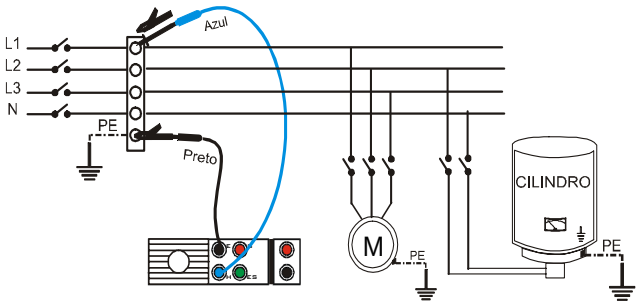
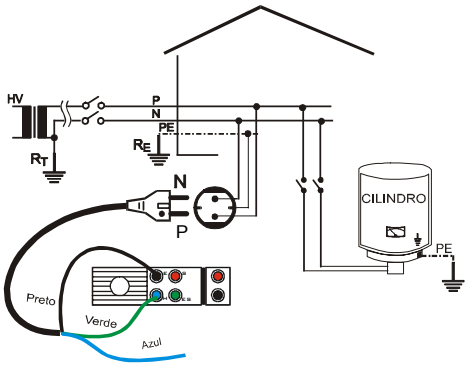

Fig. 9: Usando o instrumento para verificar o isolamento entre a Fase e a Terra num sistema Eléctrico com o KIT5004F.
Fig. 10: Usando o instrumento para verificar o isolamento entre a Fase e a Terra num sistema Eléctrico com o cabo C2033.
Antes de efectuar a medição do isolamento, verificar se o circuito em exame está sob tensão e se possíveis cargas a ele ligadas foram desconectadas (ver Fig. 9 e Fig. 10).
2. Mover o instrumento para o lado do conector RS232 e inserir os cabos Preto e Azul do KIT5004F ou os terminais Preto e Verde do cabo C2033 nos respectivos terminais de entrada do instrumento (ver Fig. 9 e Fig. 10).
4. Ligar os terminais do instrumento ao objecto em que se pretende efectuar o teste de isolamento tendo, previamnete, retirado a alimentação ao circuito em exame e todas as cargas ligadas a ele (ver Fig. 9 e Fig. 10).
- Isolamento entre qualquer um dos condutores de Fase e a Terra (ver Fig. 9 e Fig. 10).